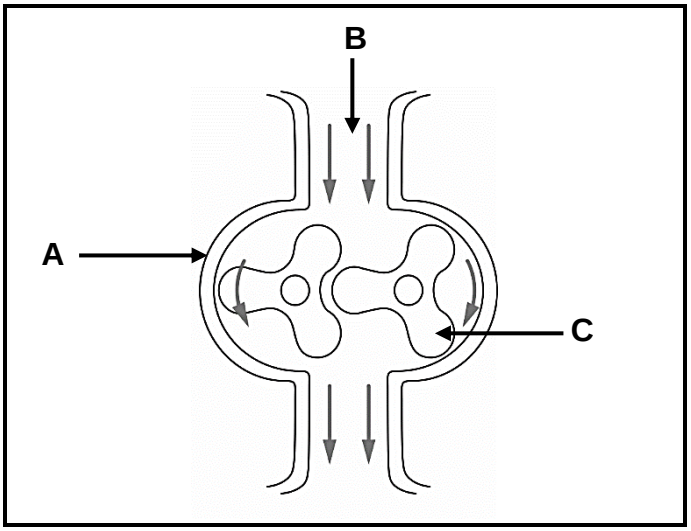

FIGUUR 6.5
6.5 FIGUUR 6.5 hieronder toon 'n Roots-superaanjaer. Beantwoord die vrae wat volg.
6.5.1 Benoem komponente **A**–**C** in FIGUUR 6.5 hierbo. (3)